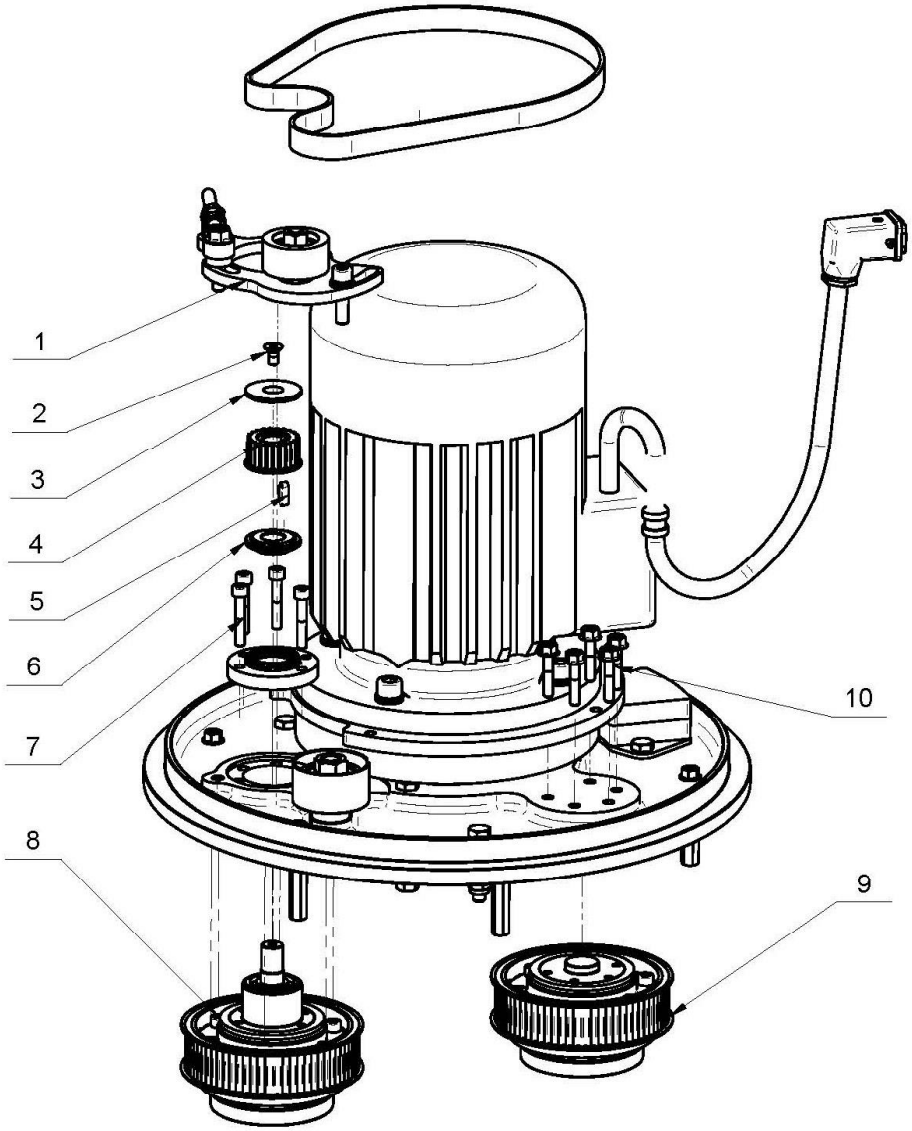

Figure 8.8.1
Dismount guard, top cover, bottom cover and belts as described. Dismount the planetary tensioner. (Fig.8.8.1 pos.1).